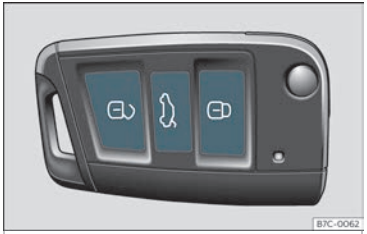

Fig. 70 Chave por control remoto:teclas.
- Bloquear: prema o botón ››› **fig. 70**.